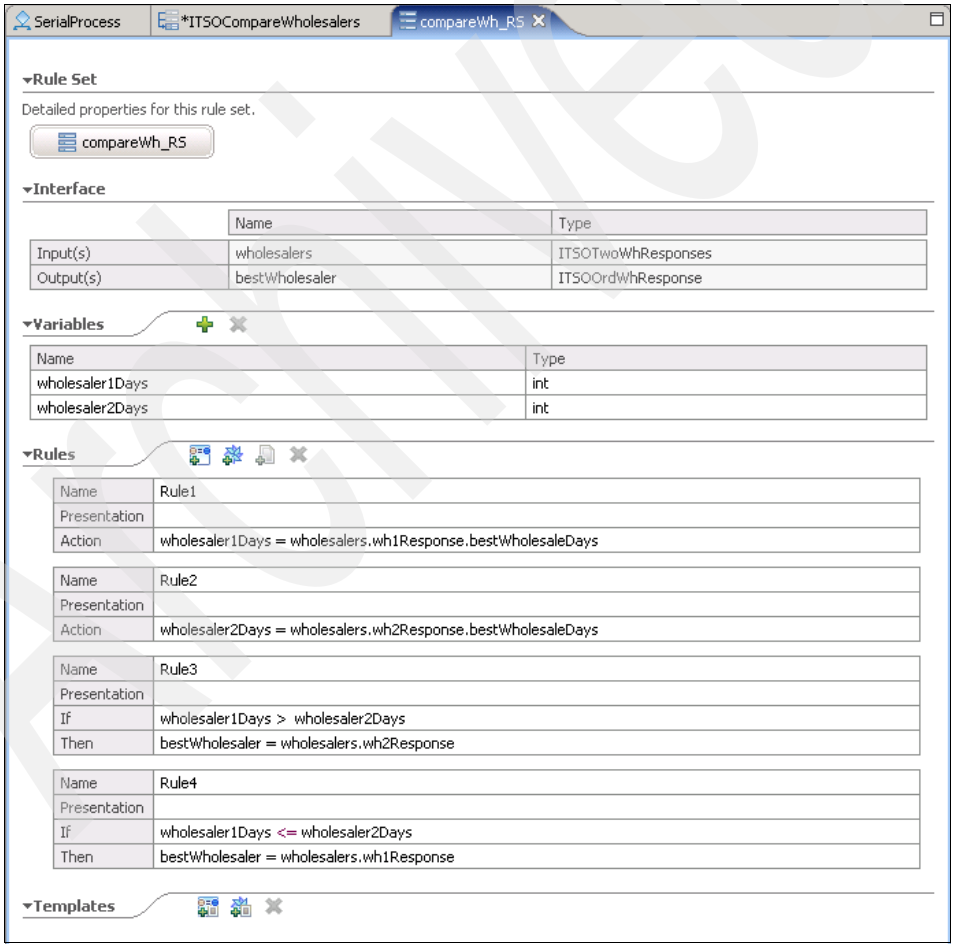

Figure 10-56 The completed compareWh_RS business rule set
The business rule ITSO_CompareWholesalers, shown in Figure 10-56 on page 201, compares Wholesaler A and Wholesaler B and decides which is the best wholesaler.
e. In Rule4 set *If* to `wholesaler1Days<=wholesaler2Days`. Set *Then* to `bestWholesaler=wholesalers.wh1Response` (Figure 10-56).